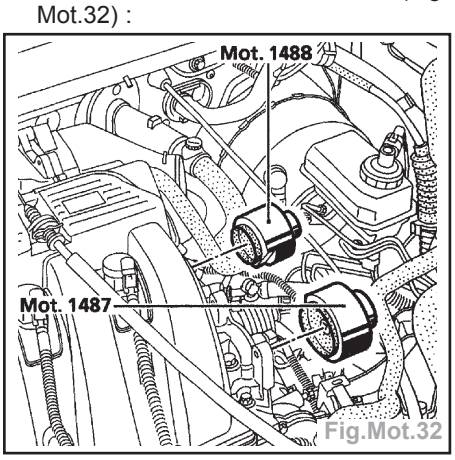

Fig.Mot.32
- les bouchons d'étanchéité neufs (Fig. Mot.32) :